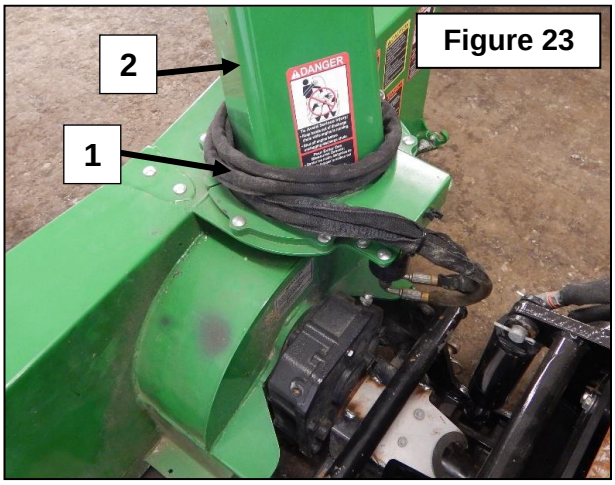

Figure 23
Figure 23: Disconnect the hydraulic couplers and electric connectors, roll up together the hoses (item 1) and wires and wrap around the chute (item 2) as shown on **figure 23**.